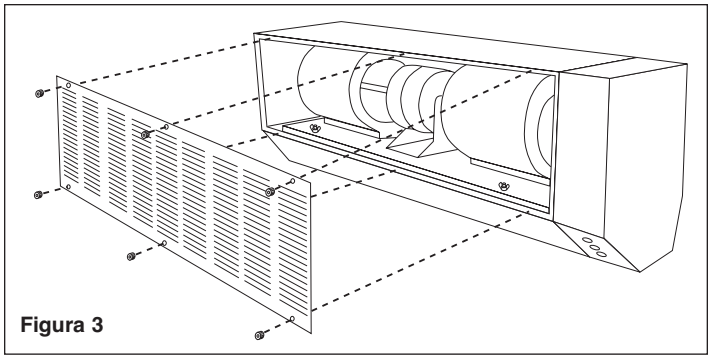

Figura 3
4. Destornille las seis (6) tuercas estriadas y retire la rejilla de entrada de aire. (Véase la Figura 3).